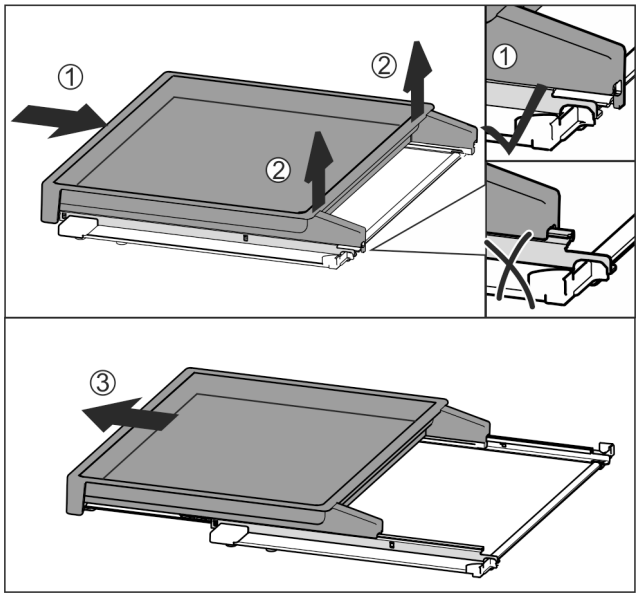

Fig. 154
- ▶ Auszugsbord vollständig einschieben *Fig. 154 (1)*.
- ▶ Verrastung an hinterer Seite lösen *Fig. 154 (2)*.
- ▶ Auszugsbord nach vorne herausnehmen *Fig. 154 (3)*.